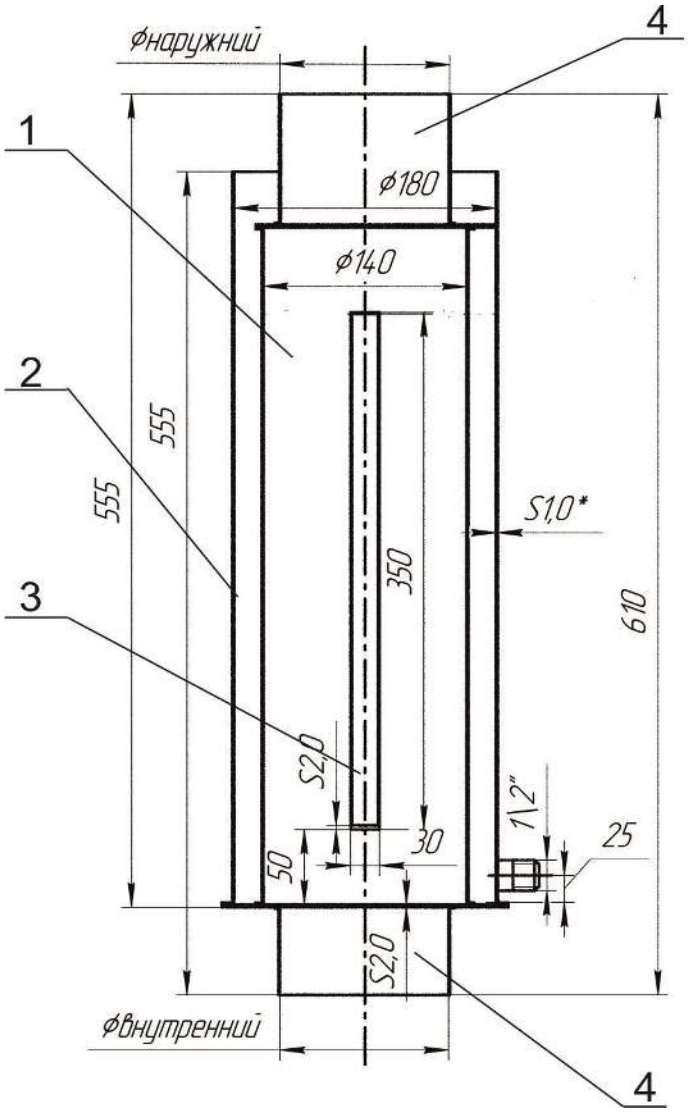

Рисунок 1.
НИП из следующих элементов (см. рис. 1):
3.1 Поток раскаленных продуктов сгорания проходит через дымовой канал (поз.1. рис,1), передавая тепло воде, надеющейся в баке (поз.2, рис.1). При закипании воды, пар выходит через открытое пространство в верхней части бака в парильное помещение. Для более эффективного теплообмена предусмотрен рассекатель (поз.3, рис.1). К печи и
последующим элементам дымового канала НИП пристыковывается посредством патрубков (по.4, рис.1).